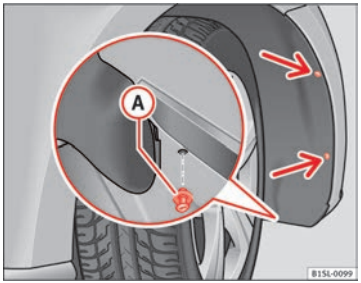

Fig. 154 In the front right wheel arch: Remove the retaining screws (arrows) and take out the expansive rivet Ⓐ.
2.	Unscrew the 2 retaining screws of the wheel arch trim ⇒ Fig. 154 (arrows) with the screwdriver from the vehicle took kit ⇒ page 247.
11.	Place the expansive rivet in the wheel arch trim and bumper and press it completely inwards ⇒ Fig. 154 (A).
12.	Securely screw the 2 retaining screws ⇒ Fig. 154 (arrows) with a screwdriver.